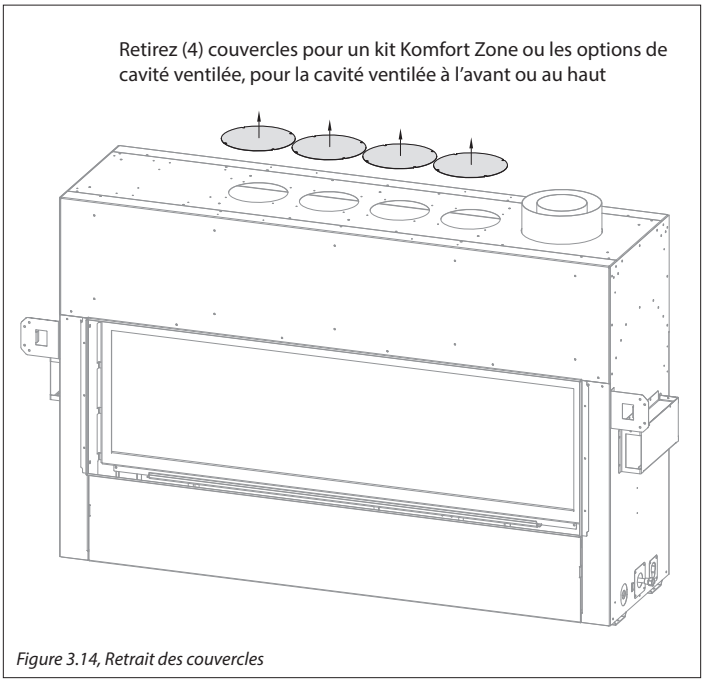

Figure 3.14, Retrait des couvercles
1. Retirez les (4) couvercles supérieurs qui correspondent aux options de cavité ventilée suivantes : la cavité ventilée à une ouverture, la cavité ventilée à deux ouvertures, ou la cavité ventilée au haut. Voir la Figure 3.14. Si vous prévoyez installer un kit Komfort Zone, ces (4) couvercles devront aussi être retirés. Voir le manuel KZK-054 ou KZK-1510A pour la préparation détaillée du foyer.